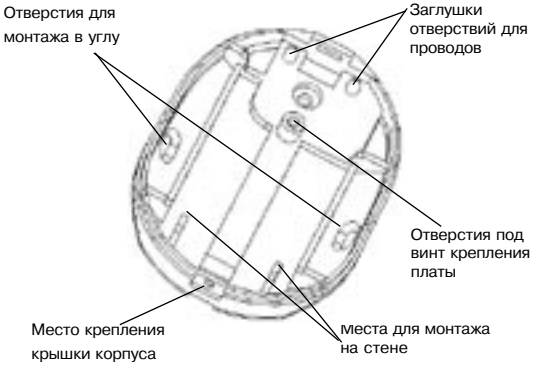

Рисунок 10
На рис.10 приведено основание извещателя.
- отверните при помощи отвертки фиксирующий винт, расположенный в нижней части основания и снимите крышку извещателя, (рис. 10);
- просверлите в основании корпуса отверстия (рис.10), которые будут использоваться для прокладки проводов и крепления извещателя;